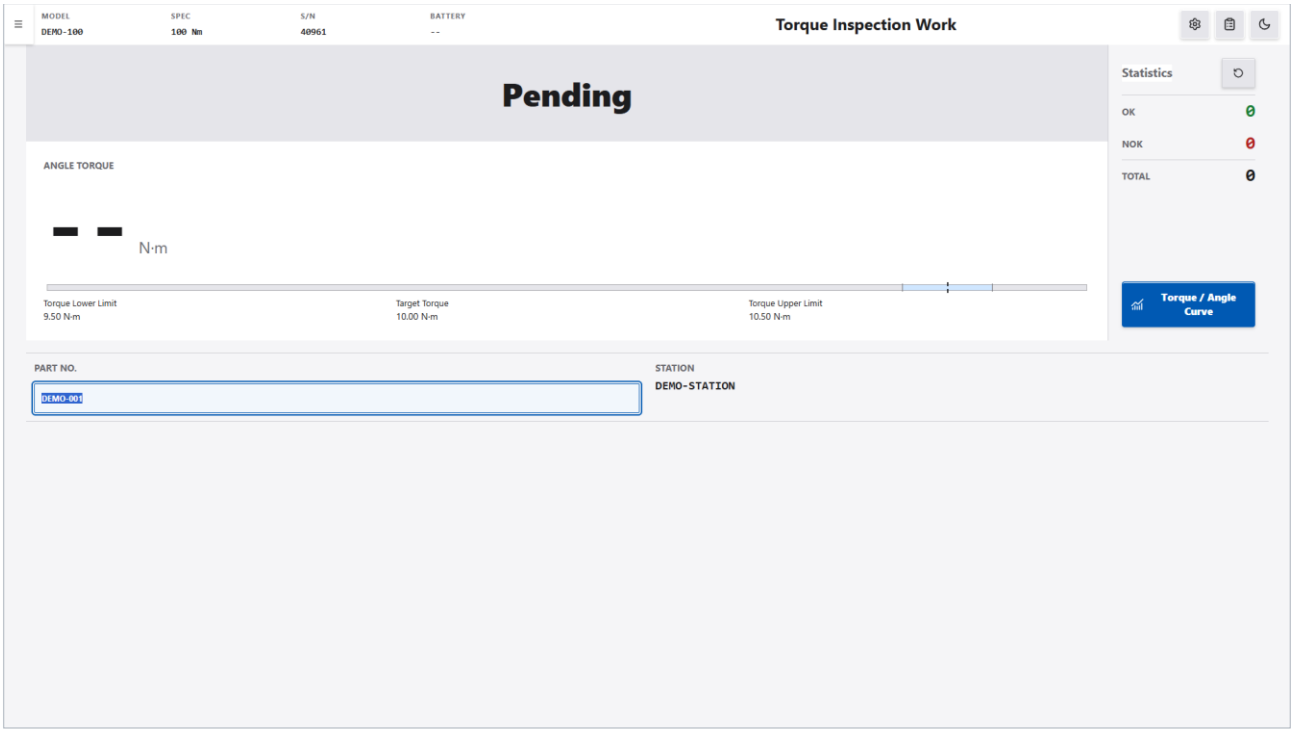

Figure 7-1 Torque Inspection work screen
1. In the navigation menu, click “Rotary Sensor” → “Torque Inspection”. The screen first shows “Loading...”, then “Torque Inspection Work” with the verdict banner showing “Pending” and the cursor in “Part No.” (see Figure 7-1).